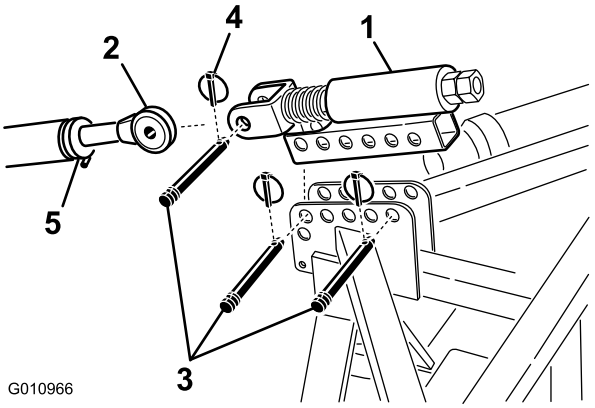

Figur 10
1. Monter den fjederbelastede topforbindelse på dybdelufterens beslag med to kædebolte og ringstifter (Figur 10)
2. Løsn låsemøtrikken på traktorens øverste forbindelse. Juster den øverste forbindelses længde, indtil den flugter med gaffelbolten på dybdelufterens fjederbelastede topforbindelse (Figur 10).
3. Tilslut traktorens øverste forbindelse med gaffelbolten på den fjederbelastede topforbindelse, og fastgør med en kædebolt og ringstift (Figur 10).
6. Drej den øverste forbindelse, indtil fjederen er sammentrykt med ca. 13 mm (Figur 10).